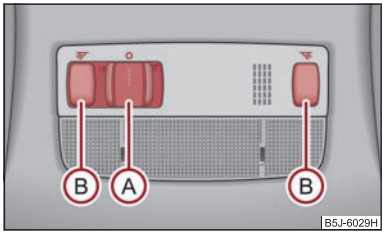

Fig. 39 Detail of the headliner: front interior lighting
- Press the switch (A) to the right into position ⇒ fig. 39.
- On the version without reading lights press the switch (A) into the middle position .
- Press on one of the switches (B) ⇒ fig. 39 in order to switch the right or left reading light on or off.